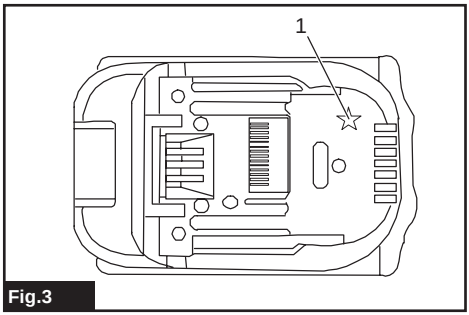

Fig.3
► **Fig.3:** **1.** Star marking